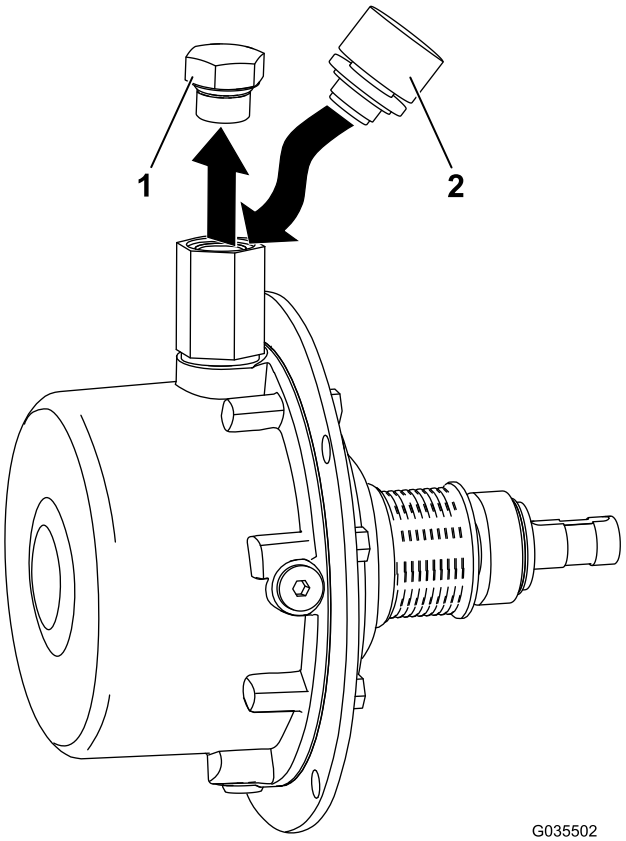

图1
2. 从通风孔适配器上取下栓塞（图1）。
3. 将通风孔安装到通风孔适配器上（图1）。